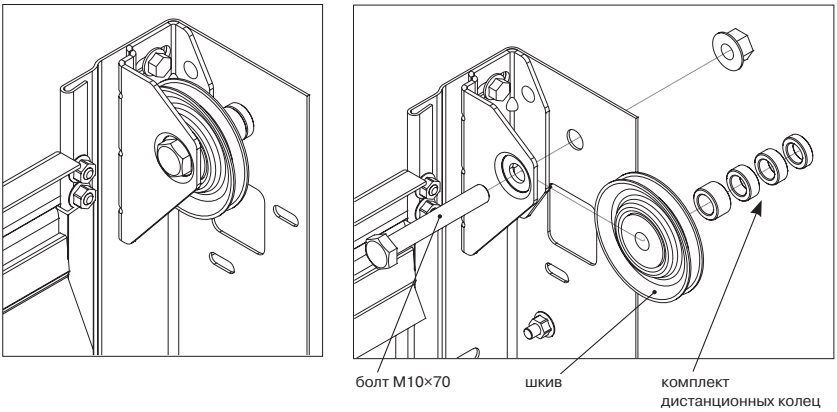

*Рис. 12.*
- Перед установкой горизонтальных направляющих дополнительно выполняются операции по установке шкивов (рис.12). Шкивы устанавливаются на каждую опорную стойку. Последовательность установки: